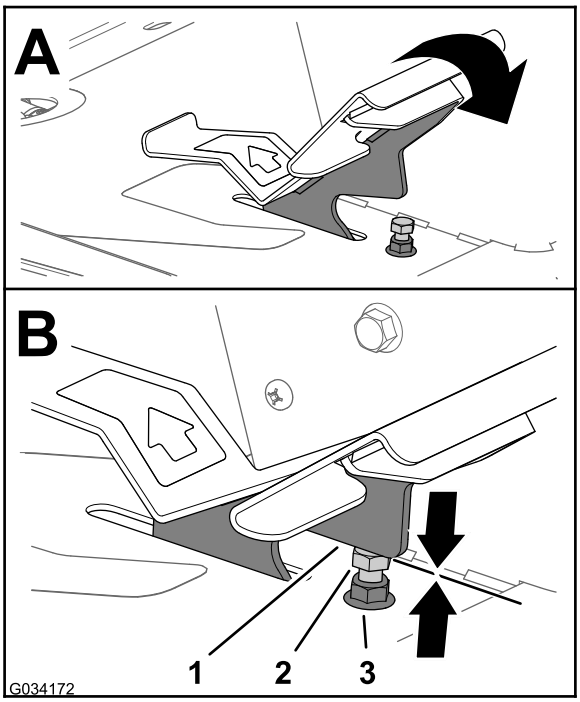
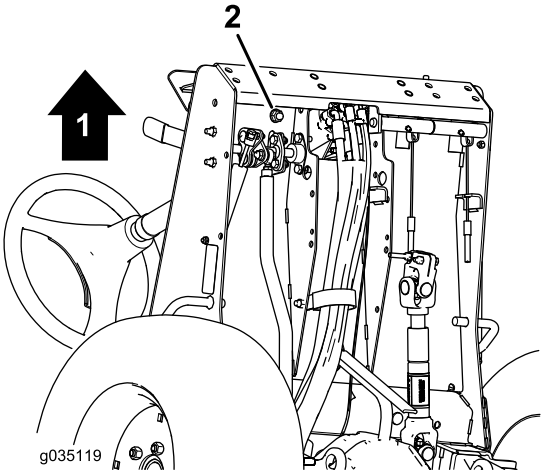

Figur 80
Figur 81
1. Tryck ned gaspedalen helt framåt (Figur 80) .
A. Håll gaspedalsstoppet (Figur 80) med en skiftnyckel.
B. Lossa kontramuttern på nedre delen av fotstödsplattan (Figur 81).
C. Tryck ned gaspedalen helt framåt (Figur 80).
D. Håll gaspedalsstoppet medan du justerar kontramuttern som sitter ovanför fotstödsplattan (Figur 80) tills gaspedalen kommer i kontakt med stoppet.
F. Håll gaspedalsstoppet medan du drar åt kontramuttern längst ned på fotstödsplattan (Figur 80 och Figur 81) till 37–45 Nm.